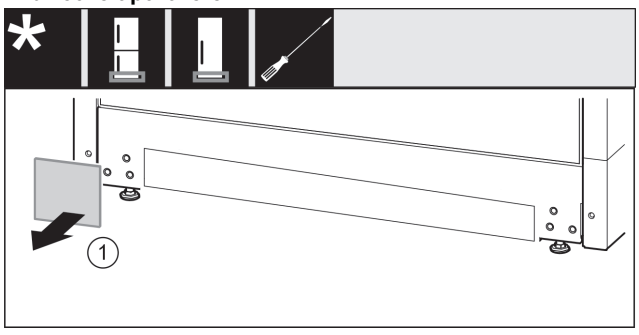

Fig. 17
▶ Scoateți capacul *Fig. 17 (1)*.